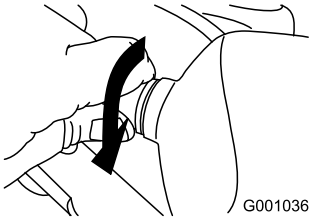

Figur 65
5. Drej pærens sokkel med uret, indtil den sidder godt (Figur 65).